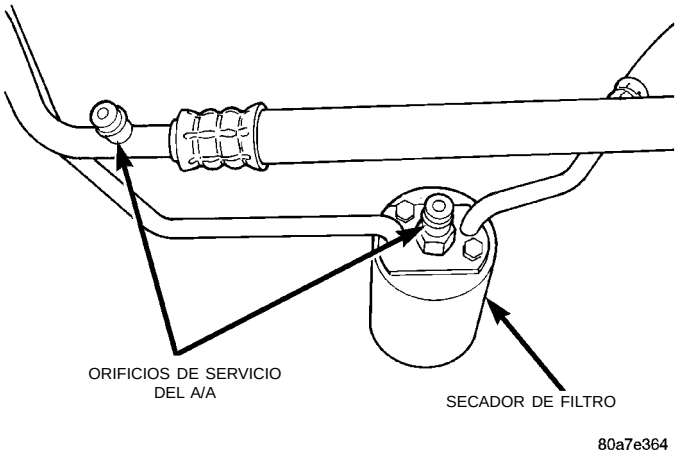

Fig. 17 Orificios de servicio del A/A
- Conecte un indicador múltiple a los orificios de servicio del A/A (Fig. 17).
(1) Si utiliza una bomba de vacío separada, cierre todas las válvulas antes de desconectar la bomba. Conecte el indicador múltiple a los orificios de servicio del A/A (Fig. 17).